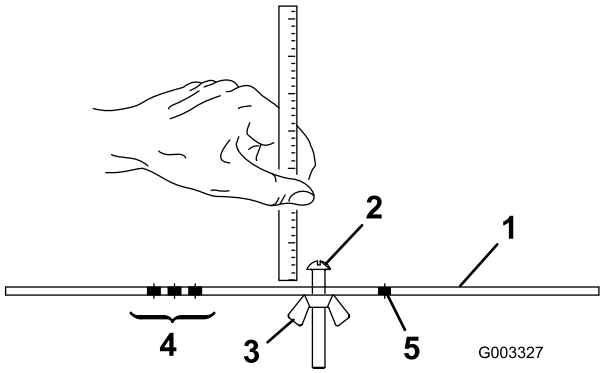

Figur 17
2. Lossa muttern på mätstången (Figur 17) och ställ in justerskruven till önskad klipphöjd. Avståndet mellan skruvhuvudets nedersta del och stångens ovansida är lika med klipphöjden.